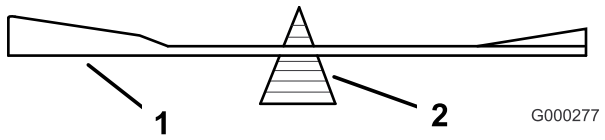
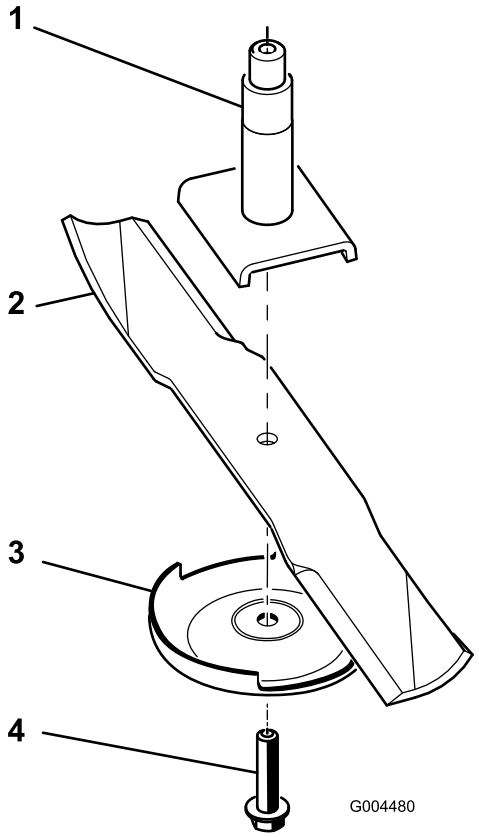

Figuur 74
Figuur 75
2. Verwijder de mesbout, de antiscalpeercup en het mes van de as (Figuur 75).
2. Controleer de balans van het mes met een mesbalans (Figuur 74). Als het mes horizontaal blijft, is het in balans en geschikt voor gebruik. Als het mes niet in balans is, moet u wat metaal afvijlen van het uiteinde van de wiek (Figuur 75). Herhaal dit indien nodig totdat het mes in balans is.
1. Monteer het mes op de as (Figuur 75).
2. Monteer de antiscalpeerplaat en de mesbout (Figuur 75).